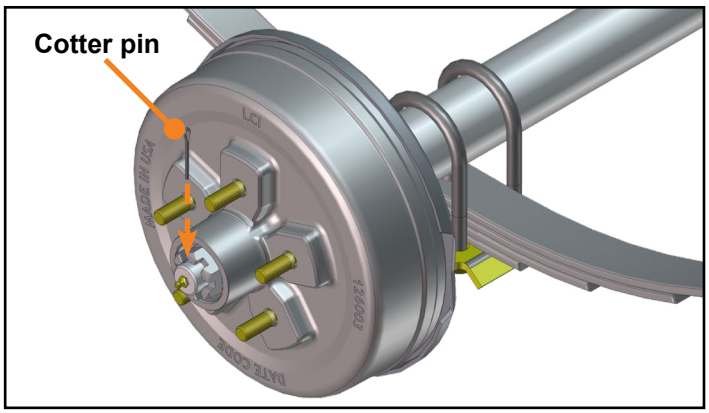

Fig.12
4. Insert ***NEW*** cotter pin **(Fig. 12)**. If cotter pin does not line up with hole, loosen spindle nut slightly until pin can be inserted.